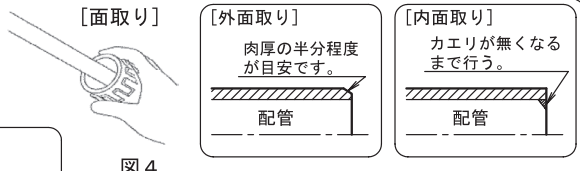

図４
(1) 外面取り：肉厚の半分程度を目安に行ってください。
(2) 内面取り：カエリが無くなるまで行ってください。（図４参照）